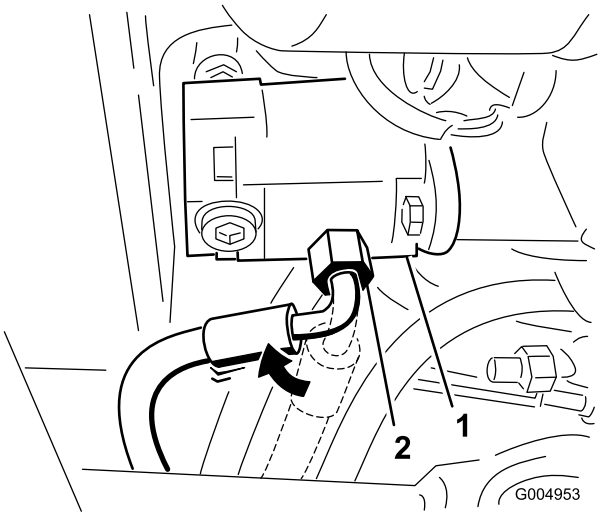

**Rysunek 43**
5. Poluzuj złącze przewodu ciśnieniowego przy pompie i obróć je o 45 stopni do przodu maszyny (Rysunek 43).
**Informacja:** Rysunek 43 przedstawia widok od spodu zespołu jezdnego.